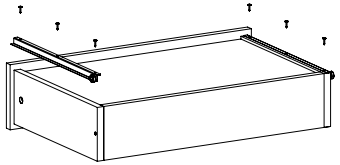

Рис.9
24. Закрепить полозки направляющих на ящики шурупами 3,5х16 (Рис. 9).